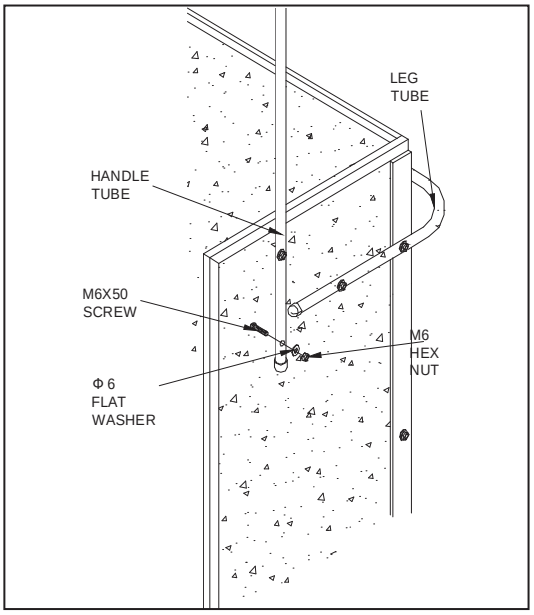

FIGURE 11
18. Place tube caps on the handle tube, then place it over the side panels and line up the four holes. Assemble four M6X50 screws through the side panels and handle. Secure with flat washers and hex nuts. See figure 11.